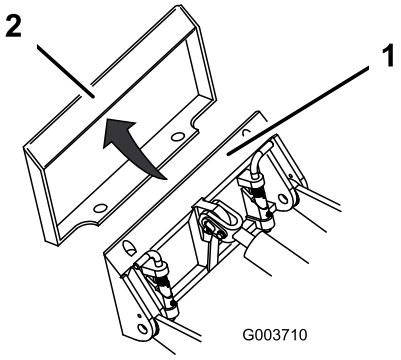

Figuur 19
4. Plaats de bevestigingsplaat in de bovenste lip van de ontvangerplaat op het werktuig (Figuur 19).